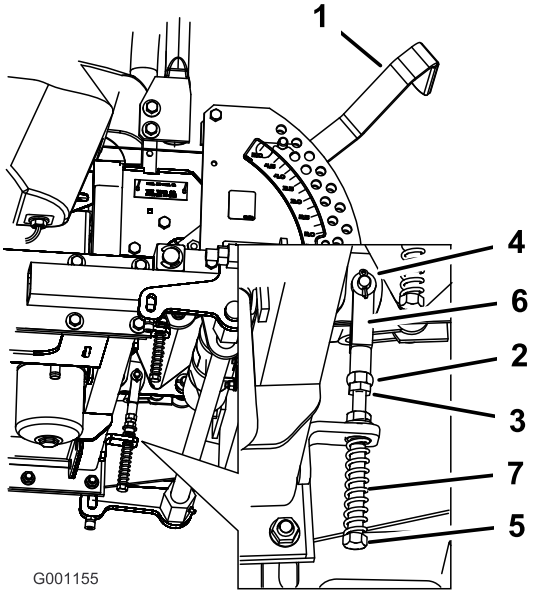

Rysunek 74
8. Jeśli konieczna jest regulacja, odkręć nakrętkę i przeciwnakrętkę jarzma (Rysunek 74).
9. Lekko naciśnij dźwignię sterowania jazdą do tyłu, obracaj śrubę regulacyjną w odpowiednim kierunku, aż dźwignia sterująca będzie wyśrodkowana w położeniu NEUTRALNYM ZABLOKOWANYM (Rysunek 74).
10. Dokręć nakrętkę i przeciwnakrętkę (Rysunek 74).